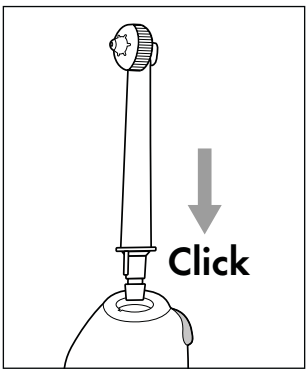

Abb.2
► Tauschen Sie die Aufsteckdüsen ❷ bei täglicher Benutzung spätestens nach sechs Monaten aus.
► Verwenden Sie nur Original-Aufsteckdüsen ❷. Informationen zur Bestellung von Ersatz-Aufsteckdüsen ❷ finden Sie im Kapitel ***Ersatzteile bestellen***.
- Achten Sie darauf, dass das Gerät ausgeschaltet ist, bevor Sie die Aufsteckdüse ❷ aufstecken oder abnehmen.
- Stecken Sie eine Aufsteckdüse ❷ auf das Handteil ❹. Drücken Sie die Aufsteckdüse ❷ in die Öffnung, bis die Aufsteckdüse ❷ hörbar im Handteil ❹ einrastet. Achten Sie dabei auf die richtige Position der Führungsnase am unteren Ende der Aufsteckdüse ❷ und der entsprechenden Aussparung in der Öffnung am Handteil ❹ (siehe Abb. 2).